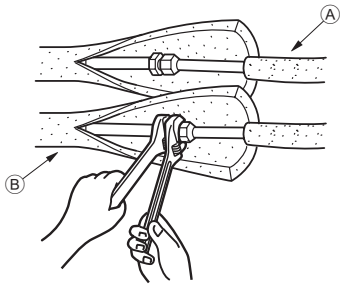

Fig. 4-4
4.5. Trabajo de instalación de la tubería del refrigerante (Fig. 4-4)